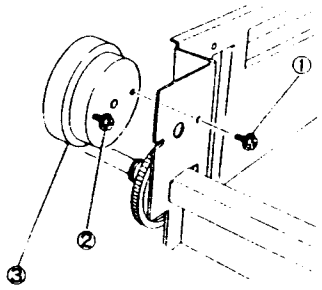

Рис. 7 NZM-0160
3. (Рис. 7): Снимите тормоз.
①. Отверните винт.
②. Ослабьте винт.
③. Снимите тормоз.